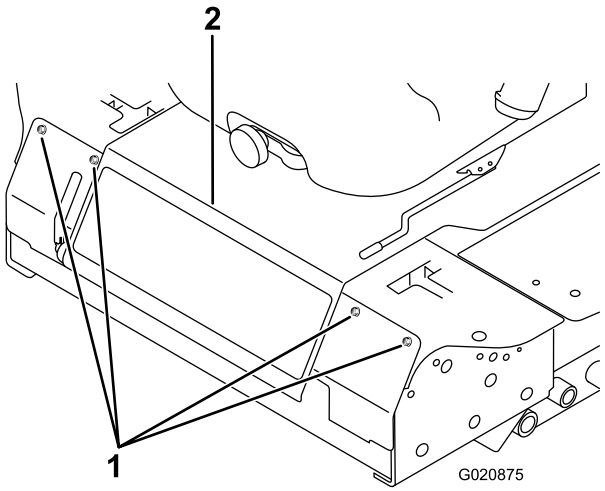

Figur 56
3. Fjern boltene til frontpanelet og fjern panelet (Figur 56).